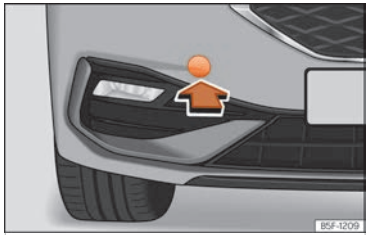

Fig. 212 A la part dreta del para-xocs davanter: retirar la tapa.
L'allotjament de l'argolla de remolc enroscable es troba al costat dret del para-xocs davanter darrere d'una tapa ››› fig. 212.
- Traieu la tapa fent-hi pressió a la zona inferior i deixeu-la penjant del vehicle ››› fig. 212.